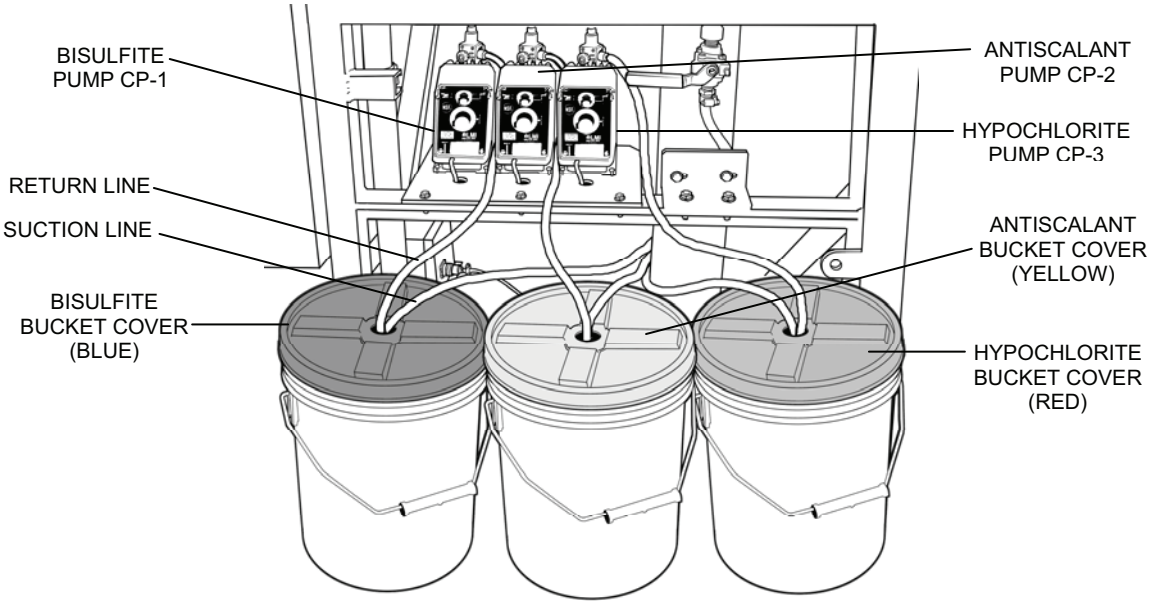

Figure 9. Chemical Buckets Located for Operation.
3. Make sure the chemical buckets are properly located for operation in front of the chemical pumps in the Operator Station (Figure 9). Make sure the color coded covers match the labels on the chemical buckets.